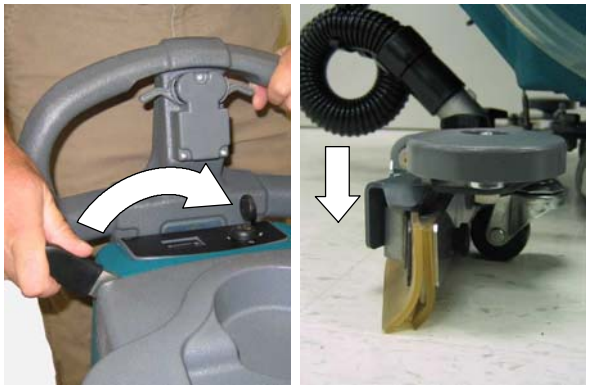

AFB. 17
2. Laat de vloerwissereenheid zakken tot op de grond door de wisserhendel naar links te bewegen (afbeelding 17). De zuigmotor start automatisch.